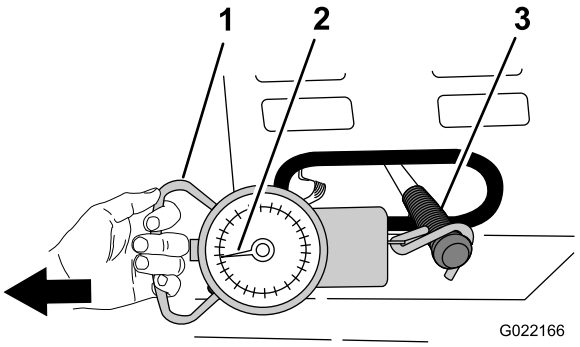

Figure 66
4. Fixez un dynamomètre d'une capacité de 15 à 30 kg (35 à 55 lb) à la poignée du levier de débrayage (Figure 66).
5. À l'aide du dynamomètre, tirez le levier de débrayage en position embrayée, comme montré à la Figure 66.
6. Observez le dynamomètre pendant que vous tirez pour vérifier la valeur de la pression la plus élevée quand le levier passe de la position débrayée à la position embrayée (Figure 66).